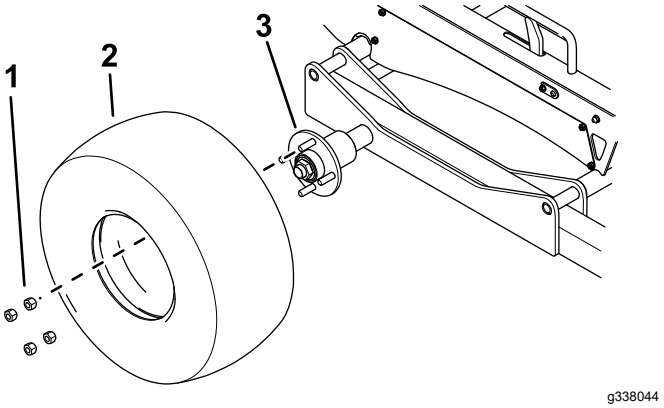

**Figuur 21**
1. Monteer een wiel op elke naaf met 4 wielmoeren (Figuur 21).